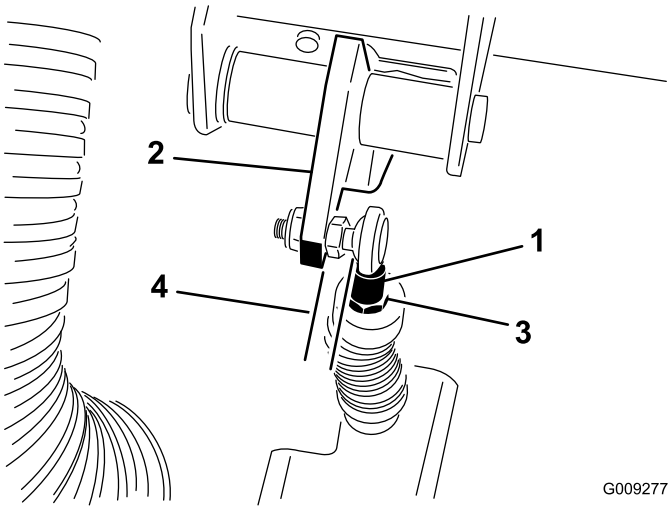

**Figur 71**
**Viktig: Kontroller at stangenden er plassert midt på kulen, uten å være vridd, og at den er parallell til clutchpedalen også etter at låsemutteren er strammet (Figur 71).**